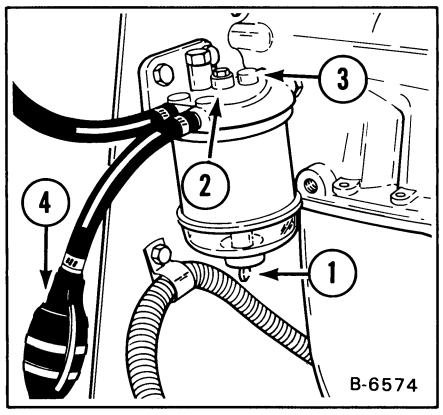

Fig. 1—14 Fuel Filter
(1) Open the rear door of the machine.
(2) Open the vent plug on the top of the fuel filter (Fig. 1—14, Item 3).